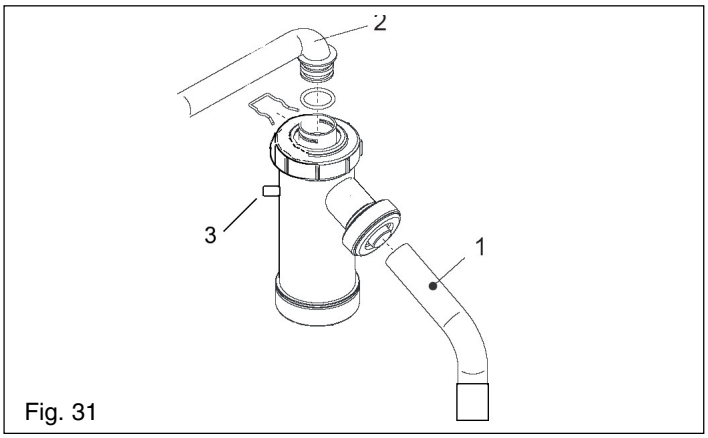

Fig. 31
6.22 CONDENSE TRAP REMOVAL (fig. 31)